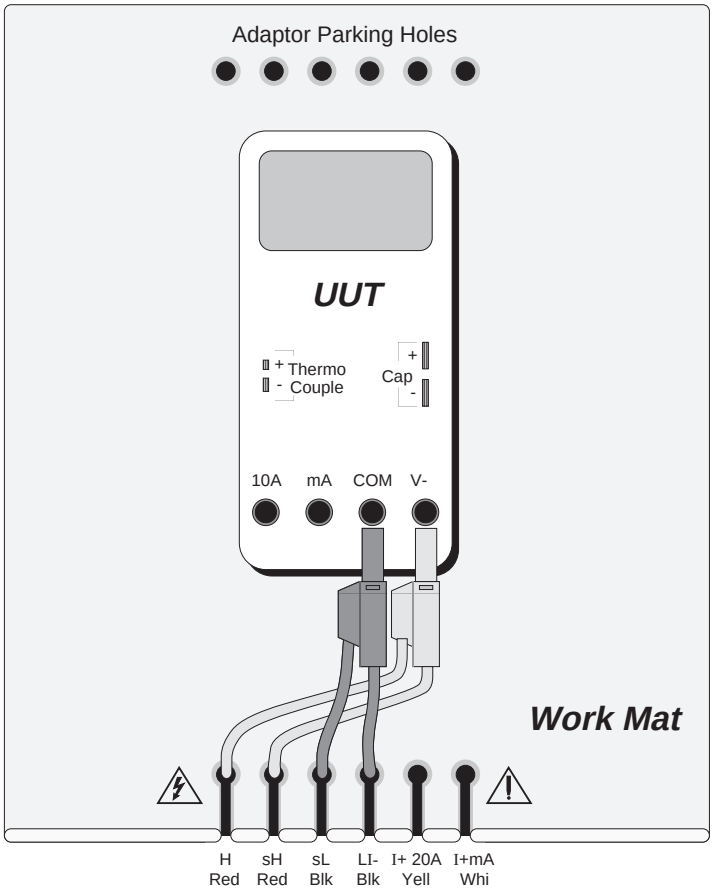

Fig. 4.16.2 Interconnections for UUT Logic Pulses Calibration
The general connection scheme for UUT calibration is illustrated in *Fig. 4.16.2*.
1. **Connections** — Connect the 9100 to the UUT as shown in *Fig. 4.16.2*, and ensure that both instruments are powered ON and warmed up.
1. Connections Connect the 9100 to the UUT as shown in *Fig. 4.16.2*, and ensure that both instruments are powered ON and warmed up.